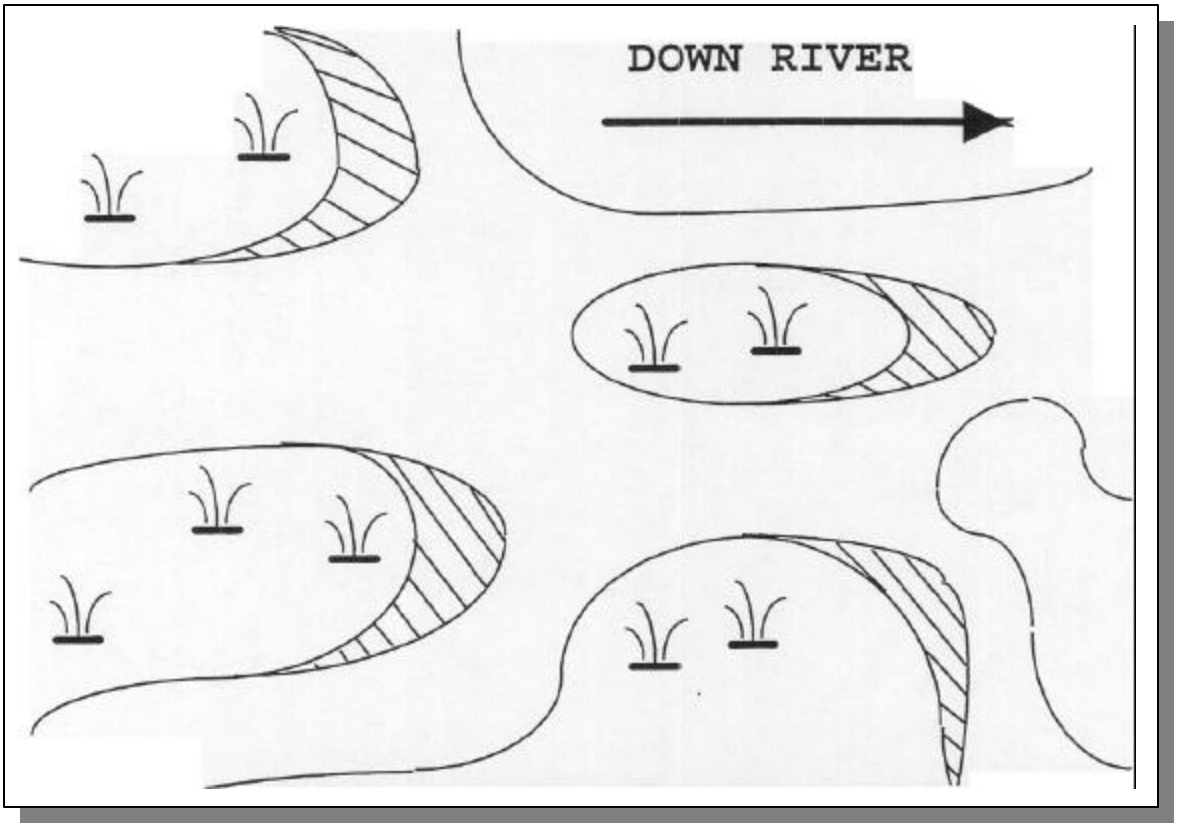

Figure 4
(1) Negotiating River/Stream Intersections - When moving from one channel into another which is perpendicular to the first, the coxswain should navigate at right angles to the current into which he is traveling. He should pass on the downstream side of the channel to be entered, proceed upstream a short distance, and then turn back into the flow of the new current. A powered craft should be throttled down to about half speed until the coxswain knows what lies ahead of his craft (see figure 4)